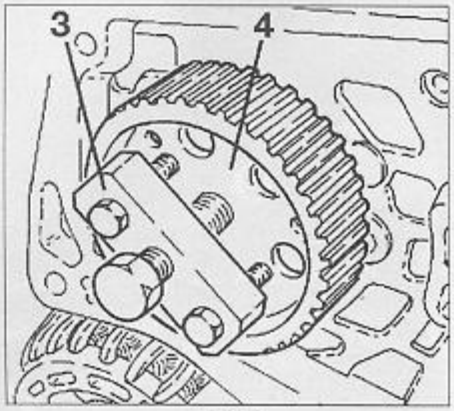

FIG. 28
- Extracteur [3] (ref. Alfa : 1860854001) (Fig.28).
• Déposer les vis (1).
• À l'aide d'un extracteur [3], déposer le pignon de pompe haute pression (4) (Fig.28).